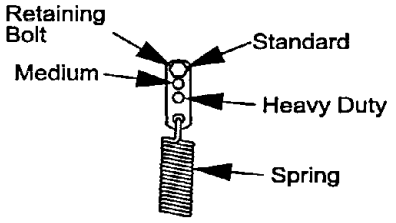

**FIG. 18**
b) For a heavier drive setting, relocate the spring anchor links to either the " medium" or " heavy duty" positions as shown in Figure 18. The spring anchor links are attached to the upper rear corner of the hydro drive shields on the left and right hand sides of the machine.